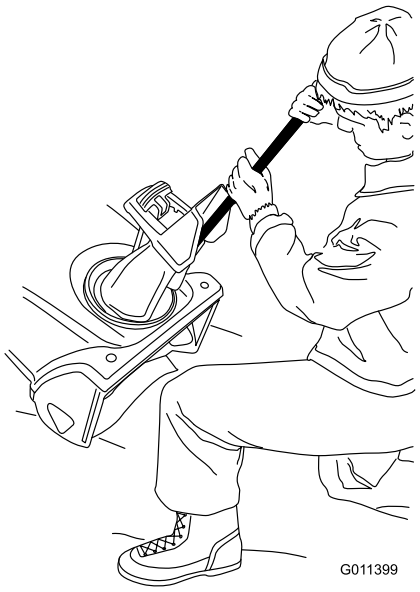

Rysunek 24
- Zawsze używaj narzędzia do czyszczenia, nigdy dłoni (Rysunek 24).